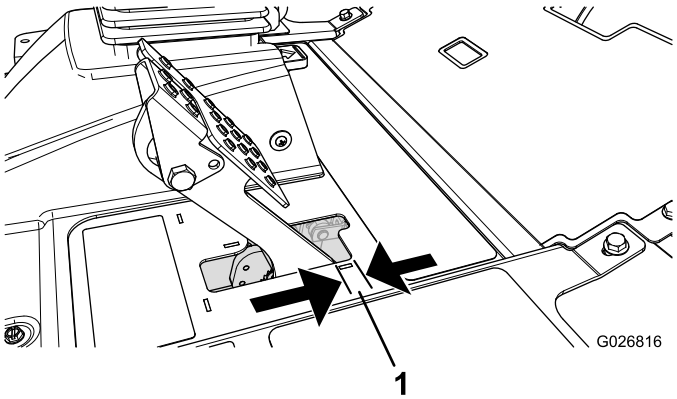

Figur 71
Juster bremserne, hvis bremsepedalen har mere end 2,5 cm fri vandring (Figur 71), eller hvis mere fastholdelseskraft er påkrævet. Fri vandring angiver den afstand, som bremsepedalen kan flyttes, før du mærker bremsemodstand.
2. Tilspænd den bageste møtrik for at flytte kablet bagud, indtil bremsepedalerne har 6,3 til 1,27 mm fri vandring (Figur 71), før hjulene låses.